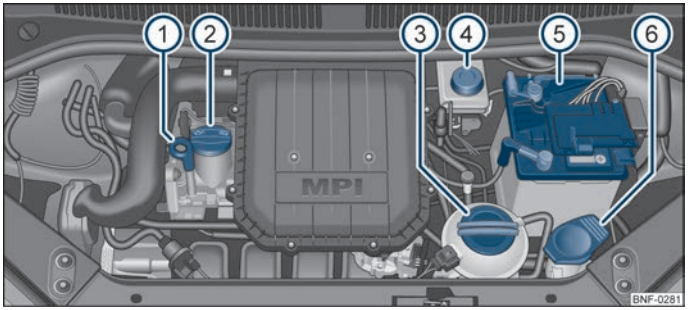

Fig. 92 1.0 ltr./55 kW MPI Petrol engine ▶
– Unscrew the cap of the engine oil filler opening ② ⇒ Fig. 92.
The coolant expansion bottle is located in the engine compartment. ③ ⇒ Fig. 92.